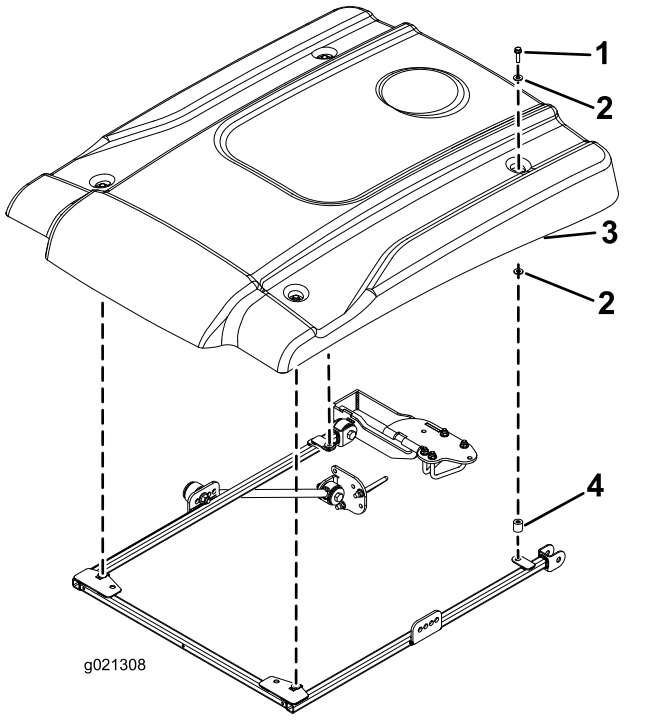

Figura 37
11. Ao alinhar os furos de montagem, posicione o toldo na estrutura como se mostra na Figura 37.
12. Monte, sem apertar completamente, cada canto do toldo na estrutura com um parafuso de cabeça flangeada (5/16 pol. x 1¼ pol.) e duas anilhas pequenas e um espaçador (Figura 37). Posicione uma anilha em cada lado do olhal de borracha do toldo.